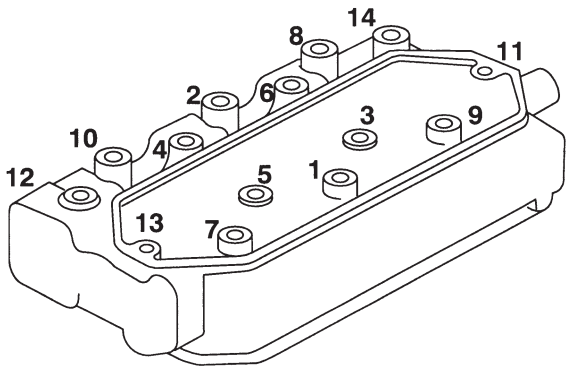

Afb. 24
2. Haal de kopbouten aan met een moment van 34 Nm, volgens de volgorde van Afbeelding 24.